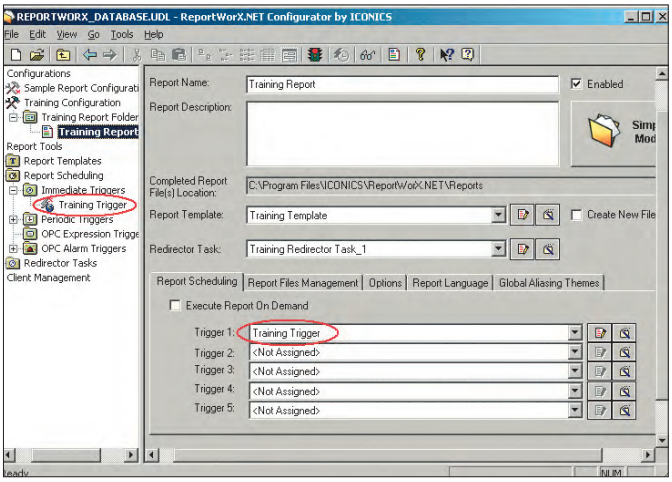

Рис. 32. Конфигурирование отчёта: добавлен триггер
7. Нажмите кнопку **Finish** для завершения работы **Мастера триггеров**. После этого можно видеть новый триггер в списке, как показано на рис. 32.